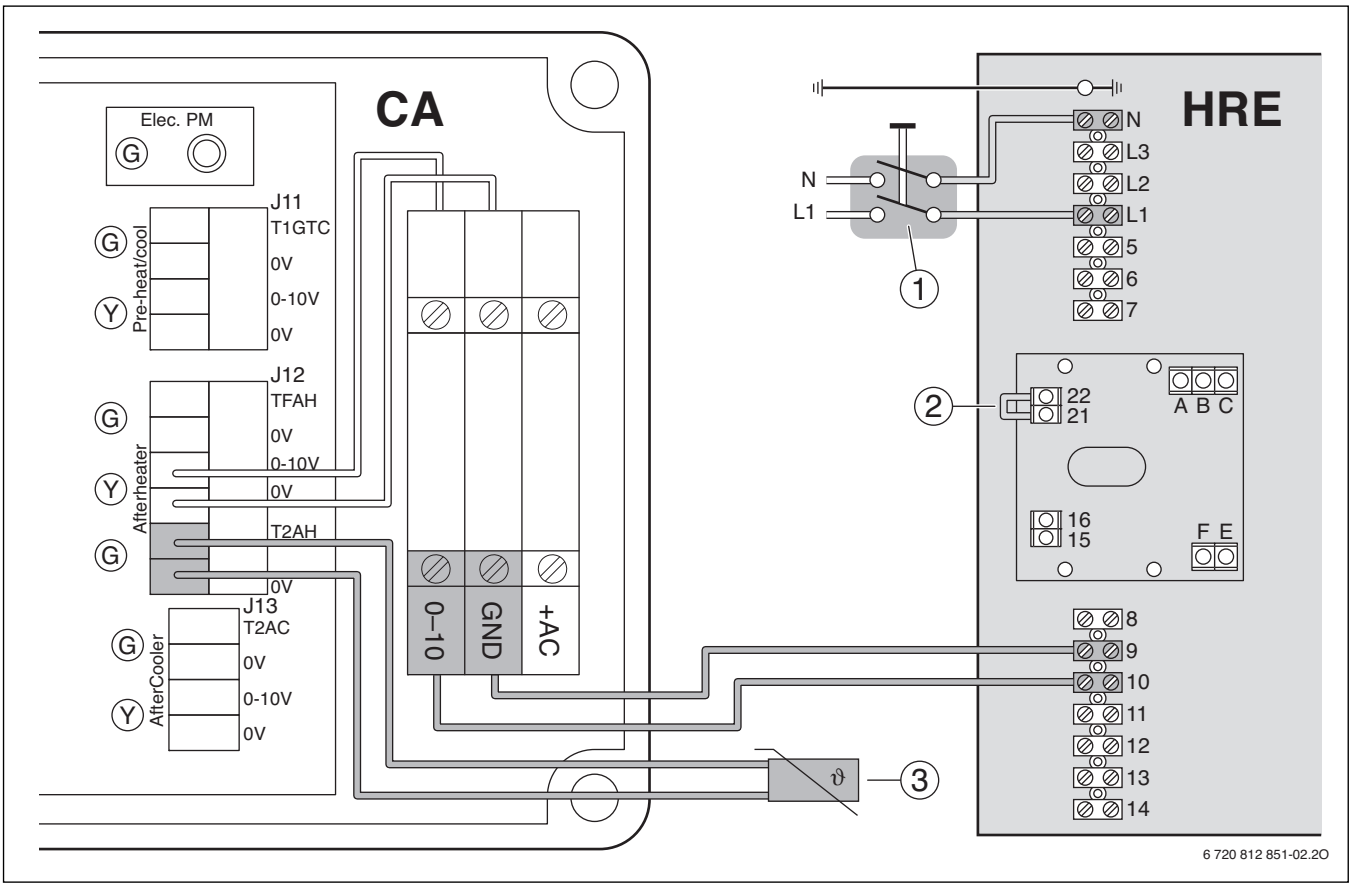

Bild 11
- ▶ Netzkabel durch eine Kabeldurchführung an der Lufteingangsseite verlegen und anschließen (→ Bild 11 auf Seite 6).